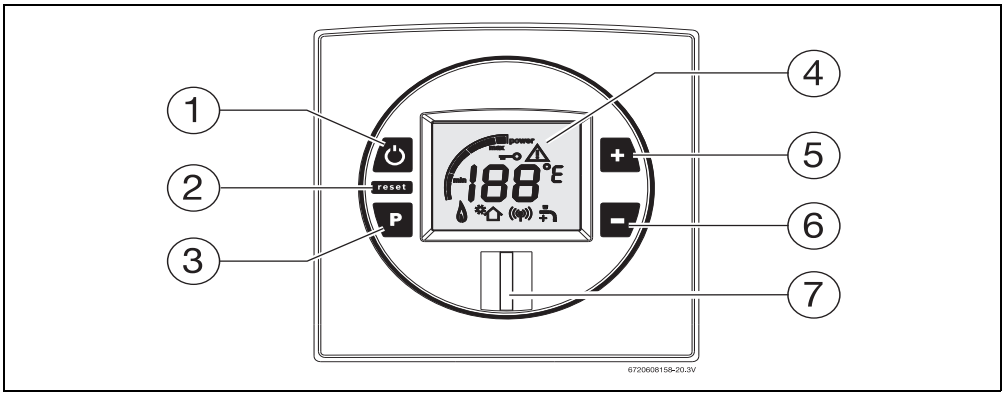

Рис. 4
Выключите прибор (Рис. 4 , поз. 1).
- Нажмите и удерживайте кнопку программирования (Рис. 4 , поз. 3), нажмите кнопку «Вкл./выкл.» (Рис. 4 , поз. 1), для подключения прибора.
- Нажмите кнопку «Вкл./выкл.» (Рис. 4 , поз. 1), для отключения прибора.